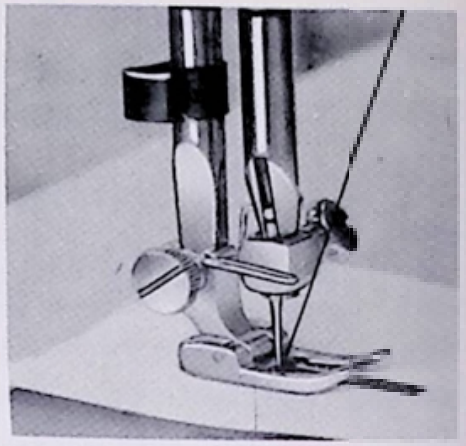

Fig. 27
1. Replace presser foot with buttonhole foot (Item 10, Fig. 41) which is grooved deeply underneath to prevent piling up of thread. (See Fig. 27).